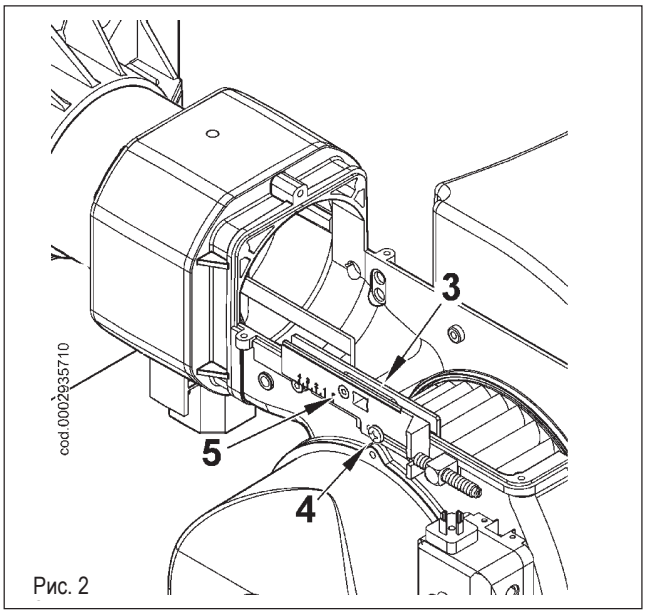

Рис. 2
- Проверьте, чтобы подвижная пластина (3) была закреплена винтом (4). Это позволит после окончания технического обслуживания поместить узел смешения в то же положение, на которое он был ранее отрегулирован. Открутите винт (5), фиксирующий выдвижной шток узла к подвижной пластине (рисунок 2).